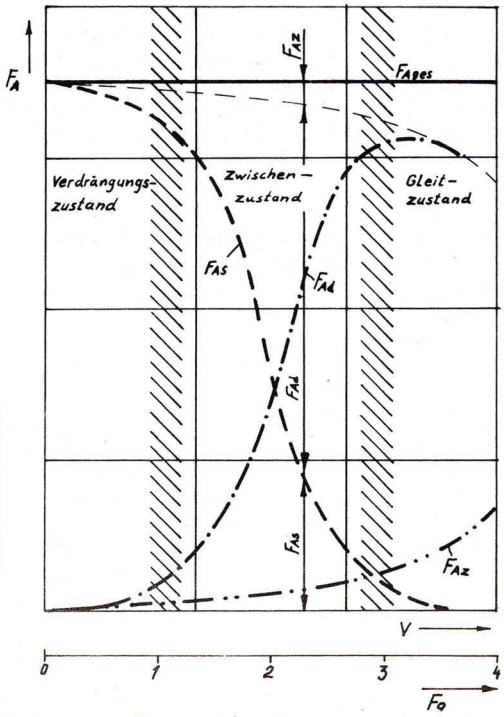

Bild 2: Zusammensetzung des Auftriebs F_A
Bei Geschwindigkeitserhöhung der Schiffe wächst das Verhältnis Wellenlänge (L) zu Schiffslänge (l). Die Summe von Wellenwiderstand und Reibungswiderstand setzt der Geschwindigkeitssteigerung bei Verdrängungsfahrt eine Grenze. Bei weiterer Steigerung der Geschwindigkeit kommt es zu einer achterlichen Vertrimmung des Bootes, das sich bei ständig steigender Geschwindigkeit auf die Bugwelle hinaufschiebt. Das Boot bewegt sich an der Wasseroberfläche durch hydrodynamische Auftriebskräfte im Gegensatz zum hydrostatischen Auftrieb bei Verdrängungsfahrt. Das Erreichen des hydrodynamischen Fahrzustandes muß durch eine speziell dafür ausgebildete Rumpfform unterstützt werden. Ein Gleitboot wird also durch überwiegend hydrodynamischen Auftrieb an der Wasseroberfläche gehalten. Bild 2 zeigt den Einfluß des hydrostatischen Auftriebes bei steigender Geschwindigkeit auf den Gesamtauftrieb. Dabei wurde auf die quantitative Angabe von Gewicht und Geschwindigkeit verzichtet, da das Diagramm immer nur für ein bestimmtes Boot gilt. Ein Kriterium zur Einschätzung des Fahrzustandes ist die weiter unten beschriebene Froudesche Zahl.